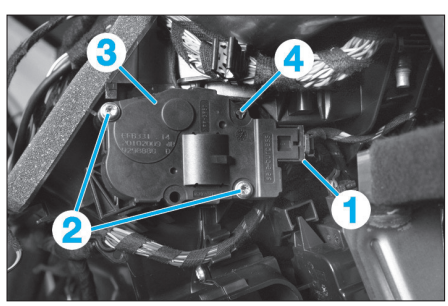

Fig. 49
• Déverrouiller et débrancher le connecteur (1) **(Fig.49)**.